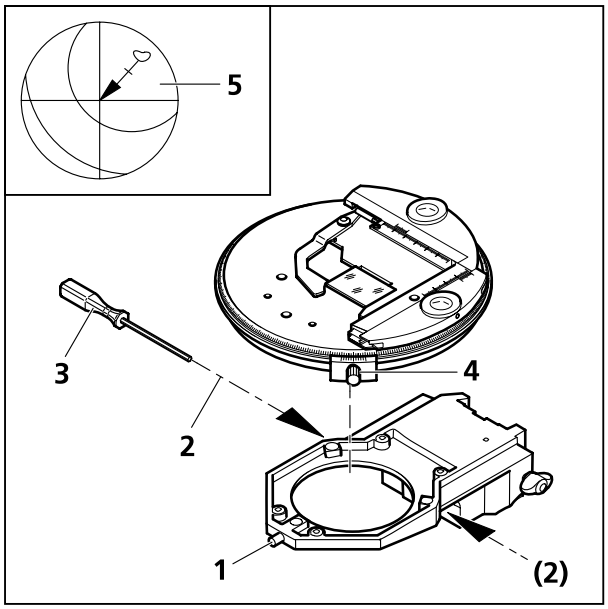

Bild 3-18 Drehtisch Pol zentrieren
Alle Tische sind werksseitig vorzentriert, d. h. bei der Tischdrehung bleibt ein eingestelltes Präparatdetail in der Bildmitte. Wandert das Detail bei der Tischdrehung aus der Sehfeldmitte (Bild 3-18/**5**), so sollte eine Nachzentrierung, wie nachfolgend beschrieben, durchgeführt werden.
- Tischrastung (Bild 3-18/**4**) bzw. Tischklemmung (bei Drehtisch Pol mit Klemmung) und Schraubkappe des Tischträgers (Bild 3-18/**1**) lösen.
- Durch Drehen des Tisches maximale Präparatauslenkung (Bild 3-18/**5**, Pfeilanfang) zum Okularstrichkreuz ermitteln.
- Präparatdetail durch Verstellen der beiden Zentrierschrauben am Tischträger (Bild 3-18/**2**) mit je einem Sechskant-Schraubendreher SW 1,5 (Bild 3-18/**3**) um die halbe Pfeillänge in Richtung Strichkreuzmitte verschieben. Kontrollieren, ob bei erneuter Tischdrehung Präparatdetail auswandert, ggf. Zentriervorgang wiederholen.
- Nach Zentriervorgang Schraubkappe (Bild 3-18/**1**) wieder fest anziehen.